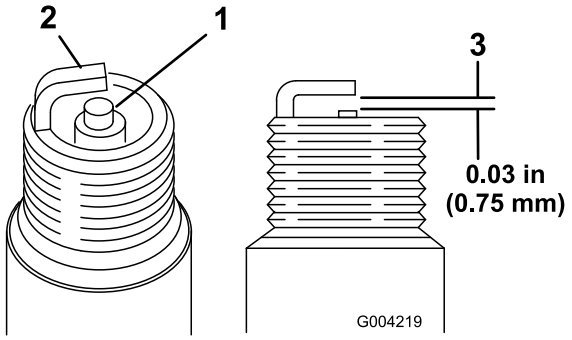

Figure 26
1. Examinez le centre des bougies (Figure 26). Si le bec isolant est recouvert d'un léger dépôt gris ou brun, le moteur fonctionne correctement. S'il est recouvert d'un dépôt noir, cela est généralement signe que le filtre à air est encrassé.
2. Contrôlez l'écartement entre l'électrode centrale et l'électrode latérale (Figure 26).
3. Courbez l'électrode latérale (Figure 26) si l'écartement est incorrect.